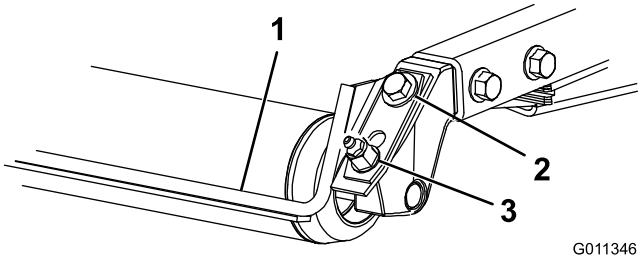

Figur 18
1. Løsne smørenippelen og monteringsskruen (Figur 18).